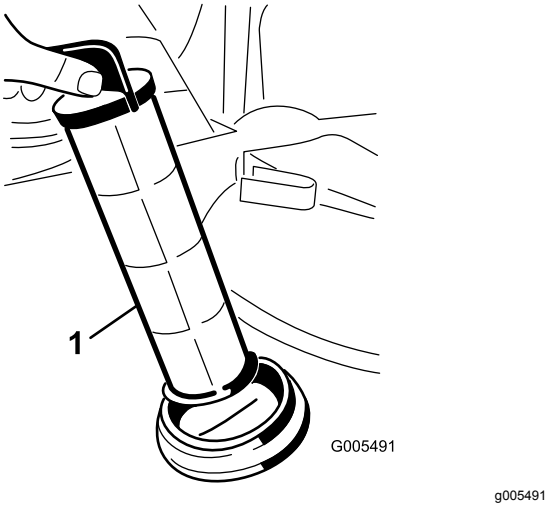

Рисунок 17
4. Извлеките сетчатый фильтр линии всасывания из его корпуса в баке (Рисунок 17).